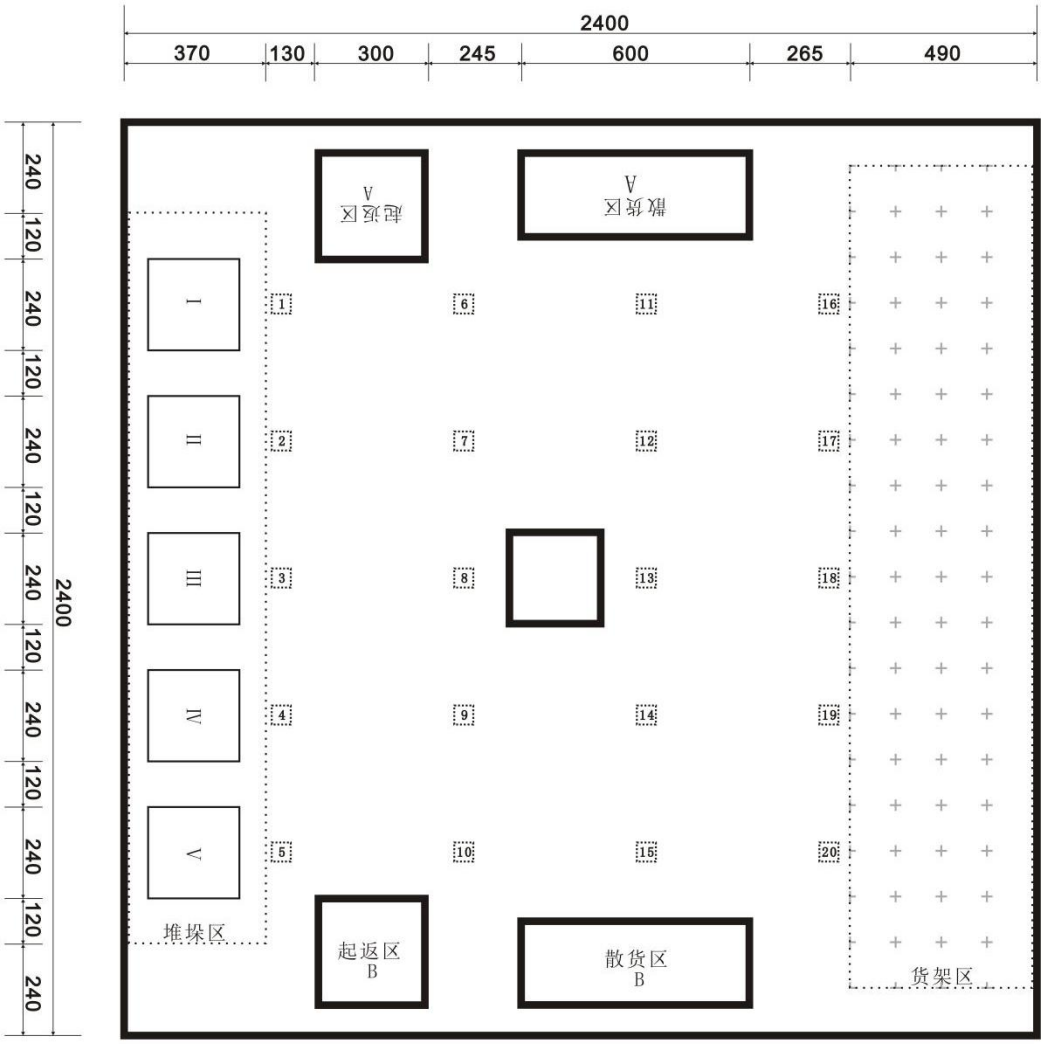

图 1 场地平面示意图
1.场地为大小约 2400mm×2400mm 的喷绘地图，周围有高约 150mm 的围栏，堆垛区设置 5 个垛点（I、II、III、IV、V），货架区“+”锚点用于定位货架摆放位置，20 个虚线小正方形为放置二维码的区域，各区域的分布如图 1 所示。边框线条为宽度 15-20mm 的黑色实线。